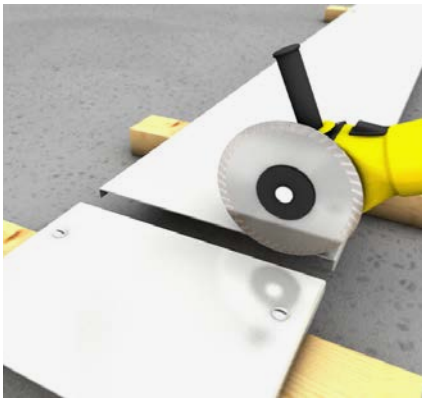

Fig. 2: Cutting and sectioning work
3. Carry out cutting and sectioning work with the utmost care and in compliance with occupational safety (see Fig. 2).